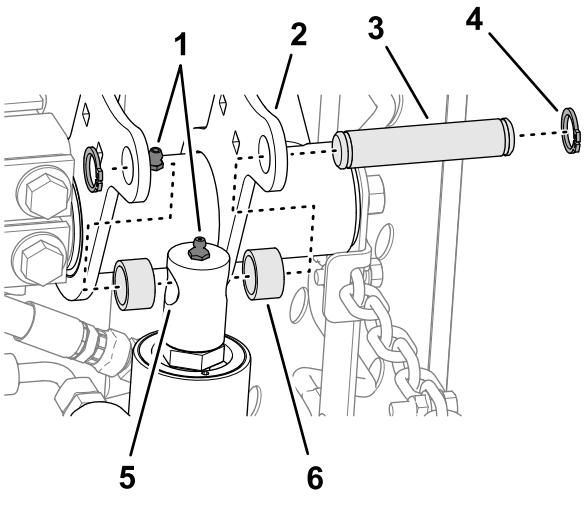

Figur 15
4. Flyt langsomt løftecylinderstangen, indtil den flugter med hullerne i den højre løftearms flanger (Figur 15).
5. Monter stangen på flangerne med monteringspinden, 2 afstandsbøsninger og 2 låseringe (Figur 15).
6. Påfør litiumbaseret fedt nr. 2 på løftearmens og hydraulikcylinderens smørenipler (Figur 15).
1. Ret hullerne i pladerne på den bageste bæreramme ind efter hullerne i klippeenhedens monteringsplader (Figur 15).